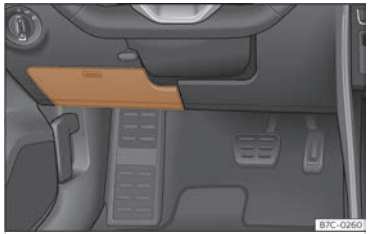

Fig. 194 En el tablero de instrumentos del lado del conductor: tapa de la caja de fusibles.
- *Abrir:* abata la cubierta hacia abajo ››› **fig. 194**.